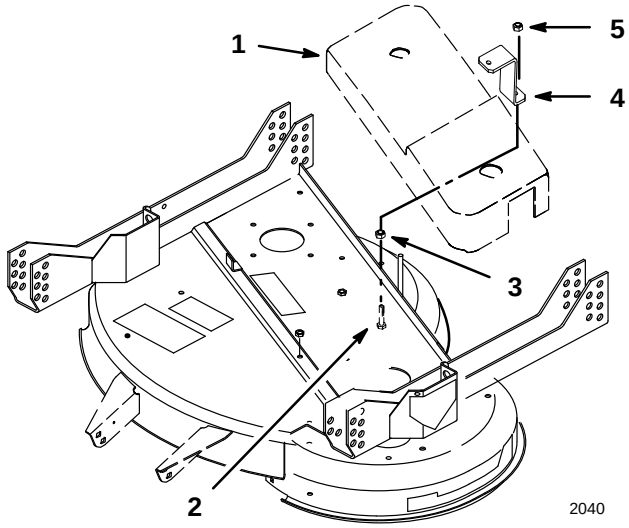

Figure 3
1. Remove existing bolt securing kicker at center rear of mower. Replace with longer 5/16–18 x 1-1/4 (32 mm) bolt from kit. Insert from inside mower and secure with 5/16 nut (Fig. 3).
2. Position hold–down over bolt at the rear and to the right of the step on belt guard (Fig. 3). Secure hold-down with 5/16 thin lock nut (Fig. 3).